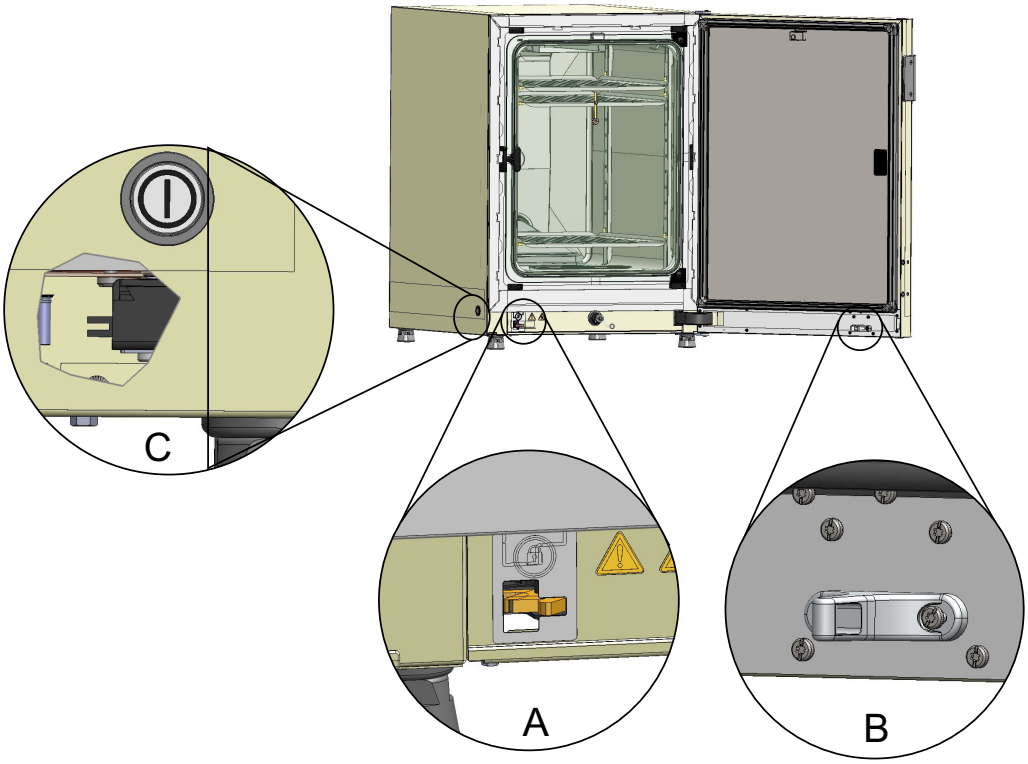

图 3-19. 培养箱底部的门锁闩和紧急释放杆
机电门锁总成包含内置电机驱动的旋转闩锁 （图 3-19 中的详图 A）、内置机械紧急释放杆 （详图 C）和安装在门内侧的关闭钩 （详图 B）。
停电时，闩锁将保持其当前位置。 重新上电后，以及之前启动并执行消毒例程后，当温度降至 65° C 以下时，闩锁会自动解锁门。 如有必要，可随时通过向侧壁拉动紧急释放杆 (C) 来解锁门。 紧急释放杆位于培养箱底部，靠近主电源开关。图 3-19 的详图 C 表示穿过侧面板的剖视图，说明了杆位置。